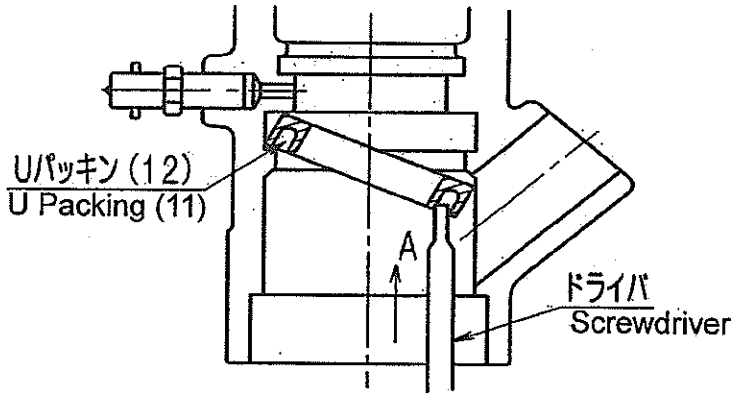

Fig. 4-3
(1) Disassembled components should be cleaned and assembled in accordance with 4.1 Cleaning and Maintenance. The surface of the valve seats and the contacting surface of the rings should be cleaned thoroughly before re-assembly.
(2) Mount the pump body firmly on the Adapter (25).
(3) Apply lubricating oil or grease in the grooves and gaps in expendable rings and packing members.
(4) When the pump assembly is re-assembled, apply grease to all screws to prevent corrosion of screws.
(5) Check that all components and parts are re-assembled to the original position.
(6) To mount the U Packing (11), put the U Packing (11) over the groove of the ring holder and push the opposite side with a screw driver. (See Fig. 4-3.)